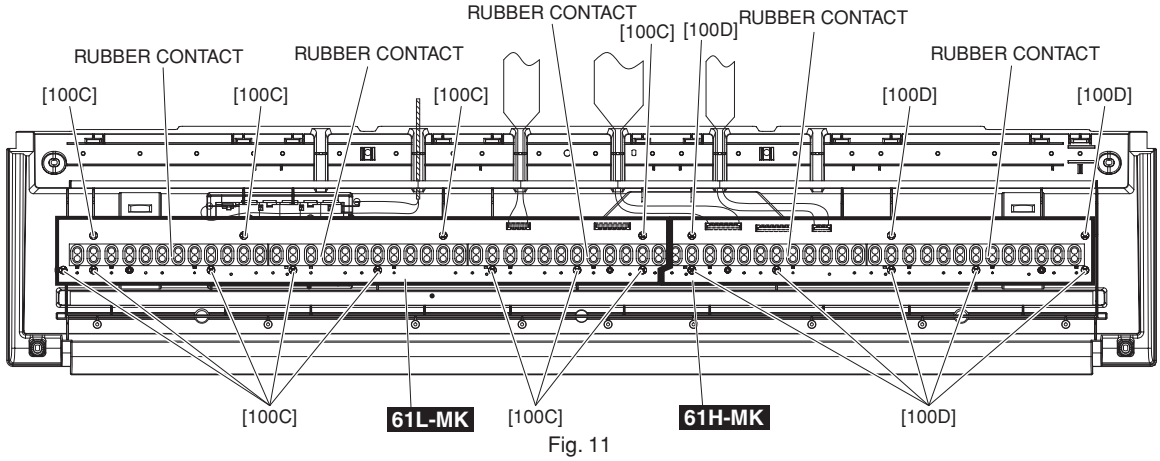

Fig. 11
14-4-2. Remove the rubber contacts. (Photo 2, Fig. 11)
14-5-2. Remove the twelve (12) screws marked [100C]. The circuit board 61L-MK can then be removed. (Fig. 11)
14-6-2. Remove the eight (8) screws marked [100D]. The circuit board 61H-MK can then be removed. (Fig. 11)